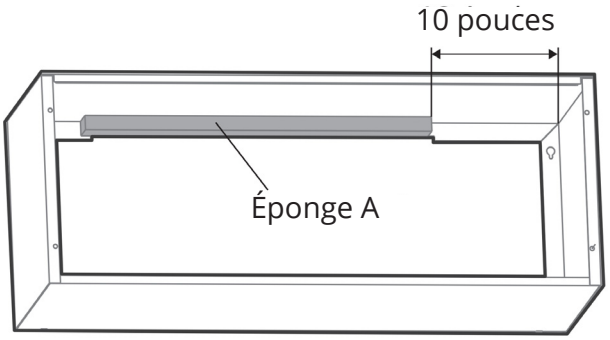

Fig. 3-1
- Si vous utilisez un ancien manchon mural, l'éponge du manchon doit être remplacée. Commencez par la retirer du manchon, puis fixez l'éponge A fournie dans la liste des accessoires. (Voir fig. 3-1.)
- Si vous utilisez un nouveau manchon mural, il suffit de fixer l'éponge A. (Voir fig. 3-1.)